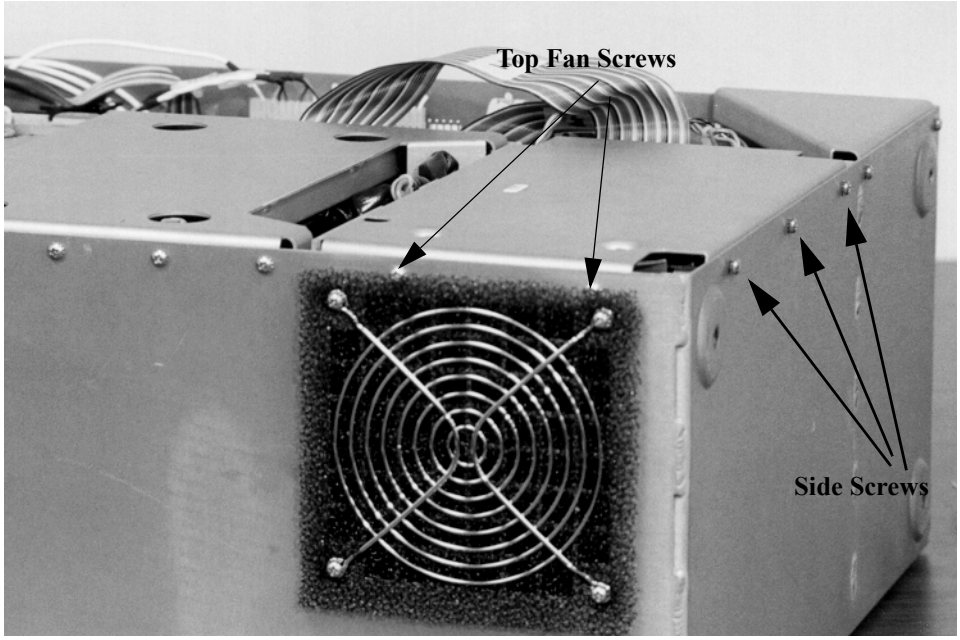

Figure 4.33 Amplifier Assembly, Additional Screw Locations
4. Remove three screws on the rear panel (Figure 4.33), located between the positions for the top two rubber feet, using a Phillips head screwdriver. (The top two rubber feet were removed to take off the cover.)
5. Remove two Phillips screws (Figure 4.33) holding the top cover of the amplifier and chassis in place using a Phillips-head screwdriver.